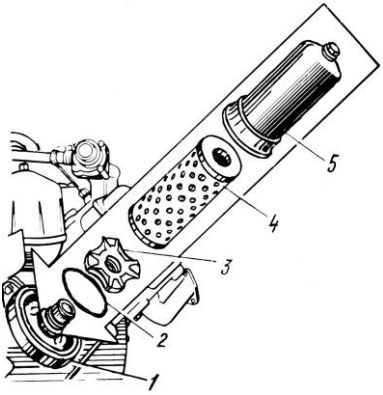

Рис. 18. Масляный фильтр:
2. Отвернуть полностью и снять колпак 5 (рис. 18) фильтра.